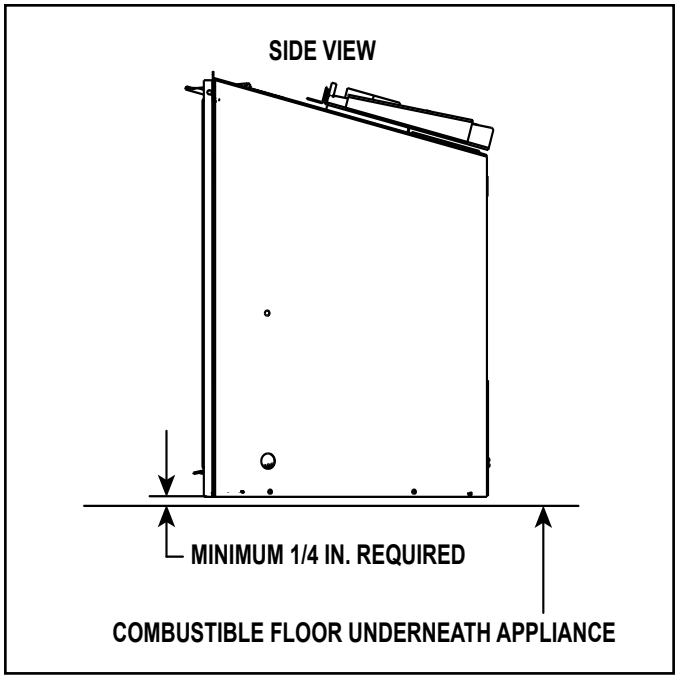

Figure 3.19 Solid Fuel Floor Clearance
- A minimum 1/4 inch gap from the bottom of the appliance to the metal floor of the solid fuel firebox is **REQUIRED.** See side view in Figure 3.19.
- Combustible flooring underneath the appliance is acceptable with a 1/4 inch gap. See Figure 3.19.